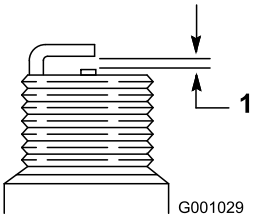

Figur 46
7. Indstil mellemrummet mellem elektroderne på et nyt tændrør til 0,76 mm (Figur 46).